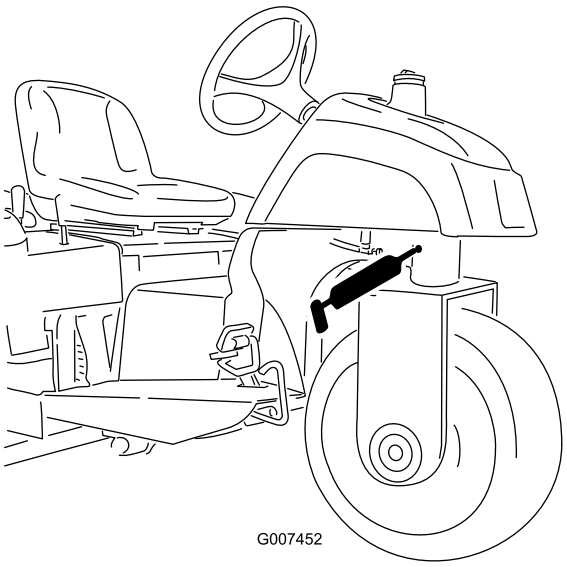

Figur 25
- Styretap (Figur 25)
Bemærk: For at kunne smøre de indfalsede fittinger på rullerne (Figur 25) skal der monteres en adapter på fedtpistolens dyse. Bestil Toro-reservedelsnr. 107-1998 hos din autoriserede Toro-forhandler.